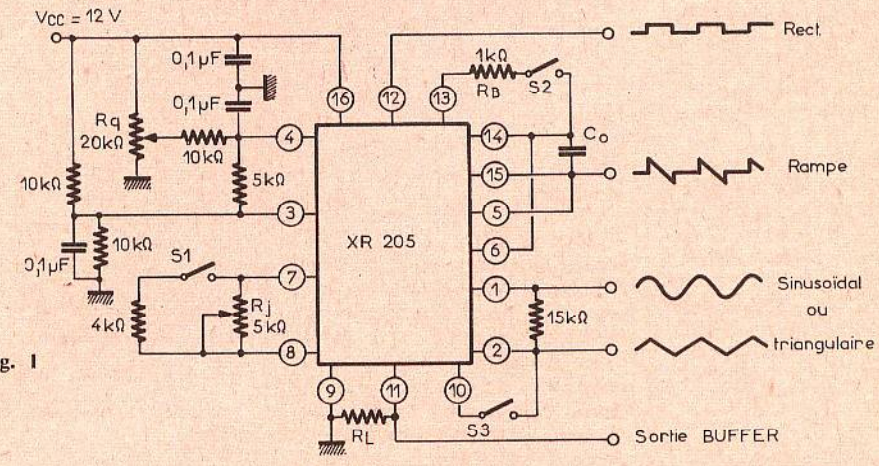

Fig. 1
E) Signal rectangulaire : Sortie au point 12 avec une tension crête à crête de 0,7 V approximativement. Le montage de la figure 1 est parfaitement valable pour fonctionner selon les performances indiquées plus haut. Sa simplicité permet son essai immédiat à toutes les fréquences des gammes réalisables avec diverses valeurs de C_o.